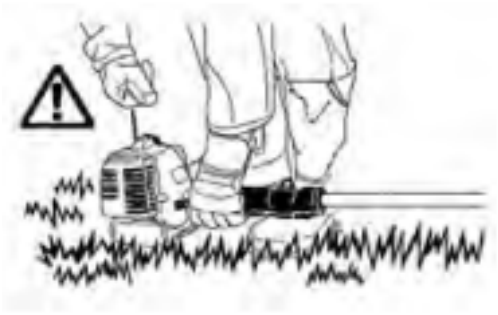

Fig.11
5. Tirez doucement sur le lanceur jusqu'à ce que vous sentiez qu'il s'enclenche, tirez alors vivement. Relâchez le lanceur doucement et lentement pour qu'il reprenne sa position d'origine.(fig.11)